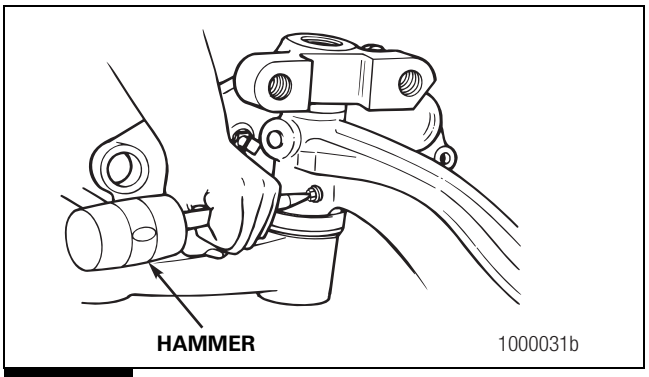

Figure 4.21
A. Loosen the draw key nut. Use a brass drift and a hammer to hit the end of the draw key. Figure 4.21.